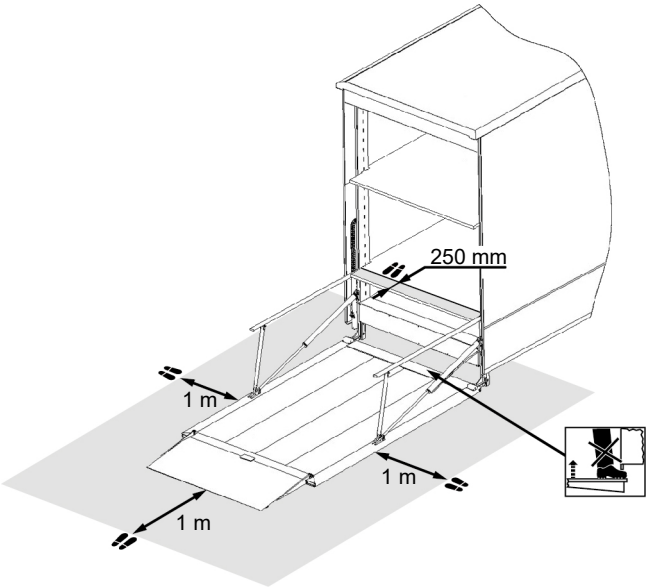

Abbildung 16: Bedienpositionen
- ► Bedienen Sie die Plattform mit dem Handkabelschalter oder der Funkfernbedienung ausschließlich von den in Abbildung 16, Seite 38, markierten Bedienpositionen aus.